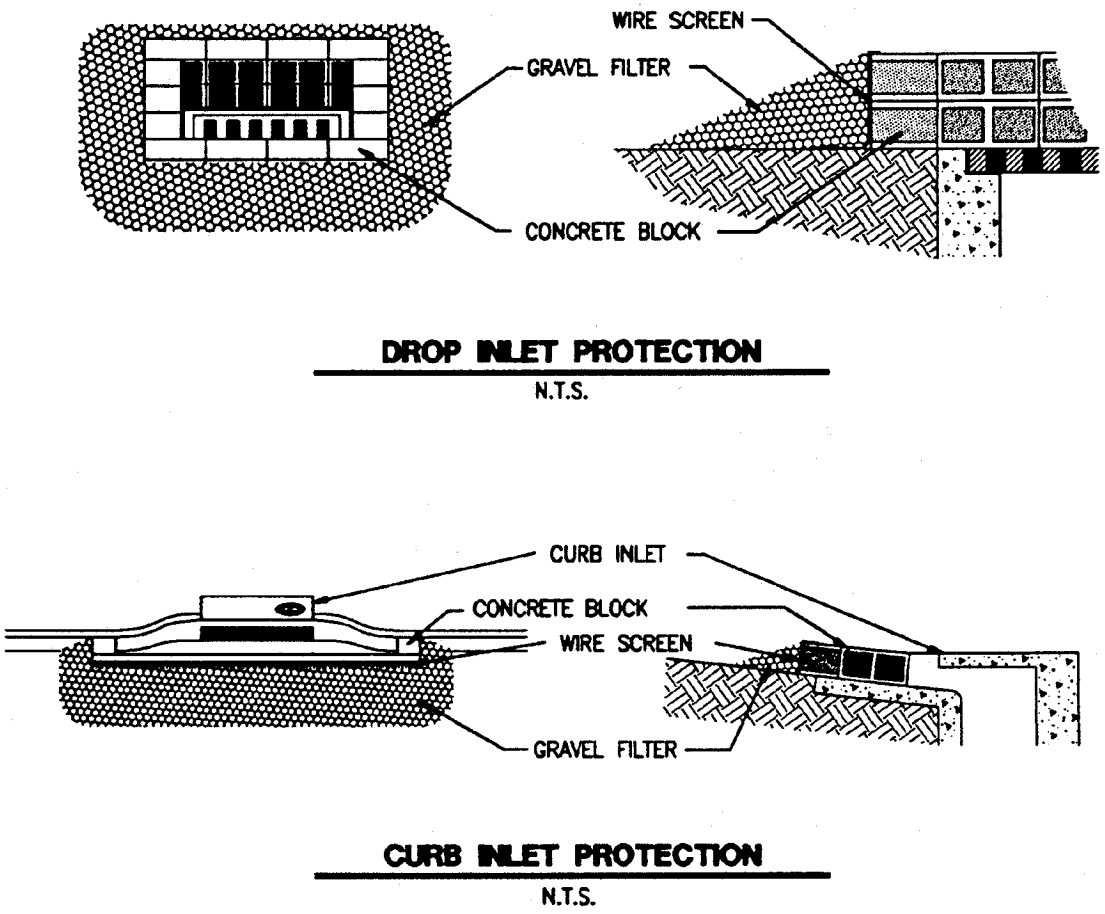

Figure 1-35 Block and Gravel Inlet Protection (NCTCOG, 1993)
(1) Place concrete blocks lengthwise on their sides in a single row around the perimeter of the inlet, with the ends of adjacent blocks abutting. The height of the barrier can be varied, depending on design needs, by stacking combinations of 4-inch, 8-inch and 12-inch wide blocks. The barrier of blocks should be between 12 and 24 inches high.
(2) Wire mesh should be placed over the outside vertical face (webbing) of the concrete blocks to prevent stone from being washed through the holes in the blocks. Wire mesh with 1/2-inch openings should be used.
(3) Stone should be piled against the wire to the top of the block barrier, as shown in Figure 1-35.
(4) If the stone filter becomes clogged with sediment so that it no longer adequately performs its function, the stone must be pulled away from the blocks, cleaned and replaced.
(1) Two concrete blocks should be placed on their sides abutting the curb at either side of the inlet opening.
(2) A 2-inch x 4-inch stud should be cut and placed through the outer holes of each spacer block to help keep the front blocks in place.
(3) Concrete blocks should be placed on their sides across the front of the inlet and abutting the spacer blocks as depicted in Figure 1-35.
(4) Wire mesh should be placed over the outside vertical face (webbing) of the concrete blocks to prevent stone from being washed through the holes in the blocks. Wire mesh with 1/2-inch openings should be used.
(5) Coarse aggregate should be piled against the wire to the top of the barrier as shown in Figure 1-35.
(6) If the stone filter becomes clogged with sediment so that it no longer adequately performs its function, the stone must be pulled away from the blocks, cleaned and/or replaced.